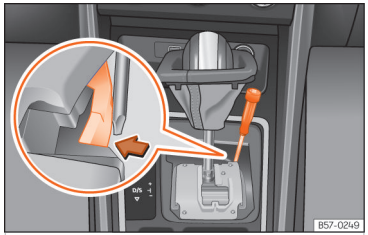

Abb. 88 Wählhebel: Notentriegelung aus der Parkstellung
- Drücken Sie seitlich mit Hilfe der flachen Seite des Schraubendrehers auf die gelbe Taste und halten Sie sie gedrückt ››› (Abb. 88).